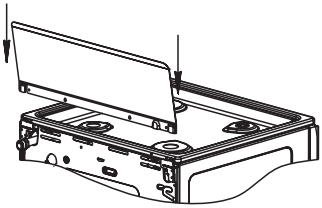

рис. 1
■ Модель плиты GM 4M41 001 комплектуется щитком, который закрепляется перед установкой плиты (рис.1).